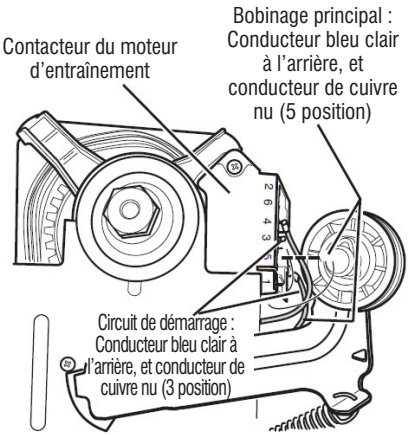

Figure 10 - Points de mesure pour le bobinage du moteur (bobinage principal et bobinage de démarrage)
9. Débrancher le connecteur du conducteur de cuivre nu de la broche 5 du commutateur noir du moteur d'entraînement. Voir Figure 10, page 39.
10. En utilisant la Figure 10 et le schéma des circuits de la page 49, vérifier les valeurs de résistance des bobinages du moteur (bobinage principal et bobinage de démarrage) comme montré dans le tableau suivant.